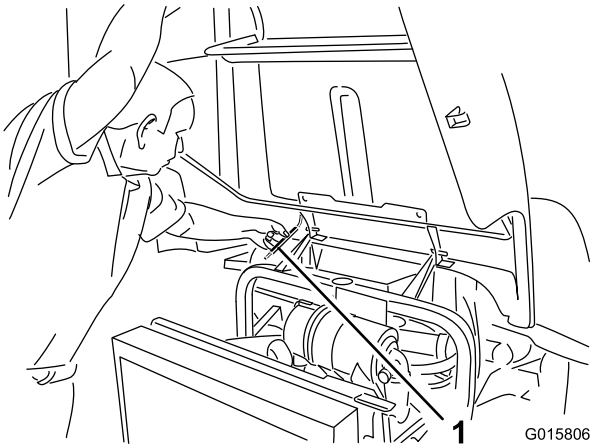

**Figur 38**
2. Hæv motorhjelmen, så støttepinden kan placeres bag rammerøret (Figur 38).